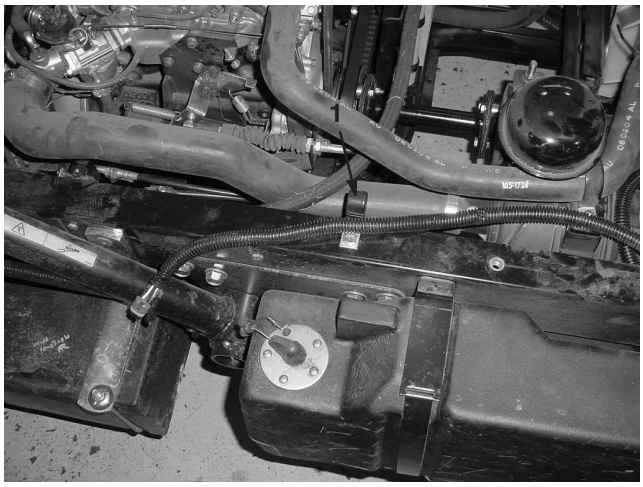

Figura 21
8. Fije una abrazadera en J al travesaño del bastidor del vehículo con un tornillo de caperuza de 3/8–16 x 3/4 pulgada, según muestra la figura 21. Pase el arnés por la abrazadera en J según muestra la figura 21.